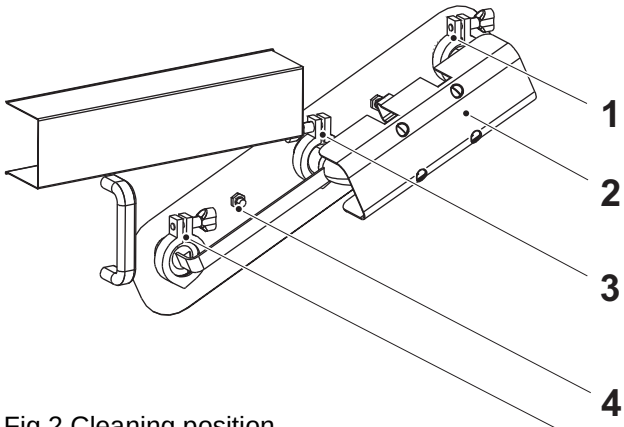

Fig 2 Cleaning position
a) Remove the clamps (1), (3), and (5).
c) Turn the pipe as illustrated in Fig 2, Cleaning position. Check that the gaskets are in place.